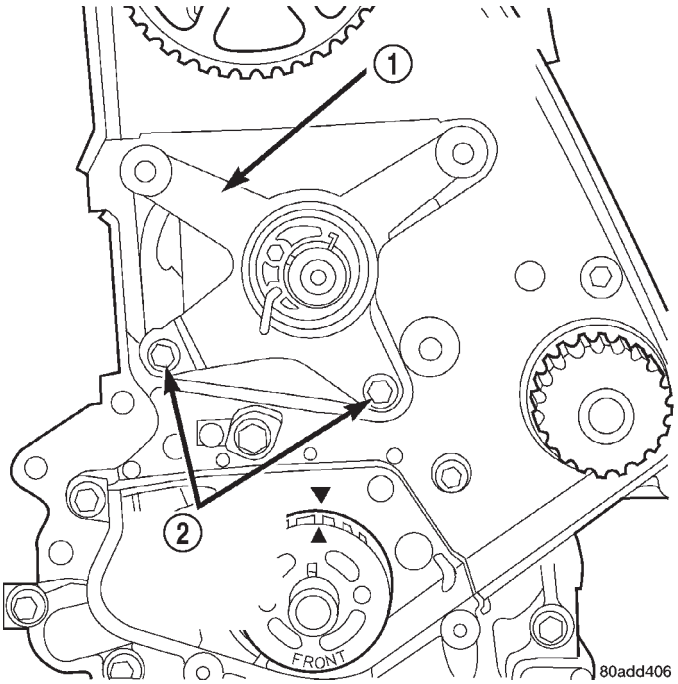

Abb. 78 Spannrolle/Zahnriemen—Ausbau/Einbau
(1) Zahnriemen abbauen. Siehe entsprechendes Verfahren in diesem Kapitel.
(2) Befestigungsschrauben/Spannrolle herausdrehen (Abb. 78).
(3) Spannrolle abbauen.